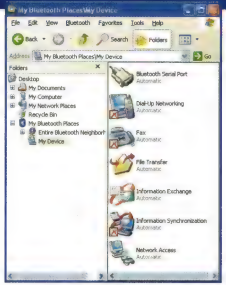

Fig.1: "My Bluetooth Places" lists the various services that are available and works a bit like the familiar "My Network Places".
Fig.1 (right): this is the full circuit diagram for the Barlow Wadley XCR-30 MkII communications receiver. It has a no less than 31 bands, tunes from 500kHz to 31MHz in 1MHz segments and can receive AM, single sideband (SSB) and Morse code (CW) signals.
The "My Bluetooth Places" window dialog works a bit like "My Network Places" on the Windows desktop. It also allows you to enable and disable the various services that are available (see Fig.1). These services include the following: